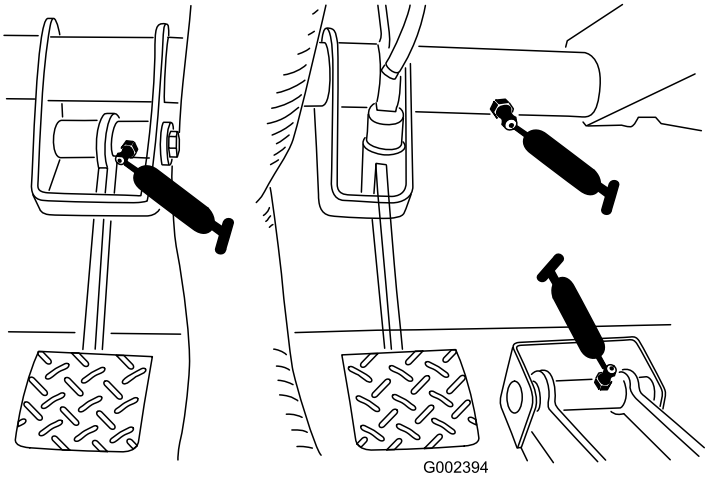

Figur 40
- Clutch (1), gass (1), bremse (ant. 1) (Figur 40)